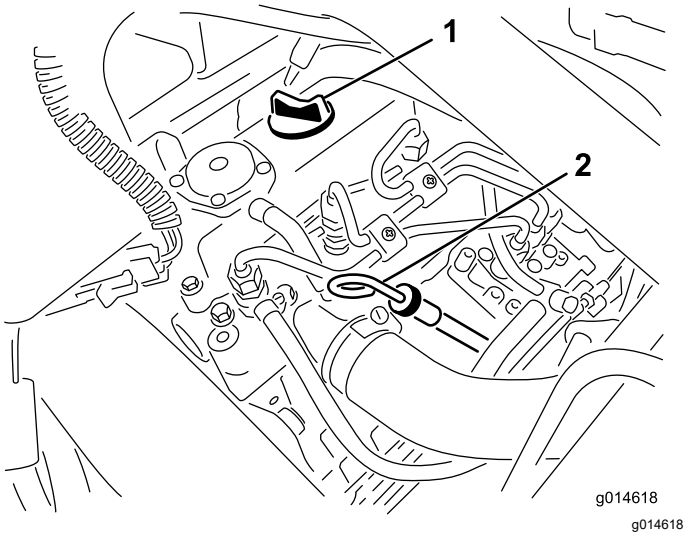

Figure 28
2. Retirez la jauge et essuyez-la sur un chiffon propre (Figure 28).